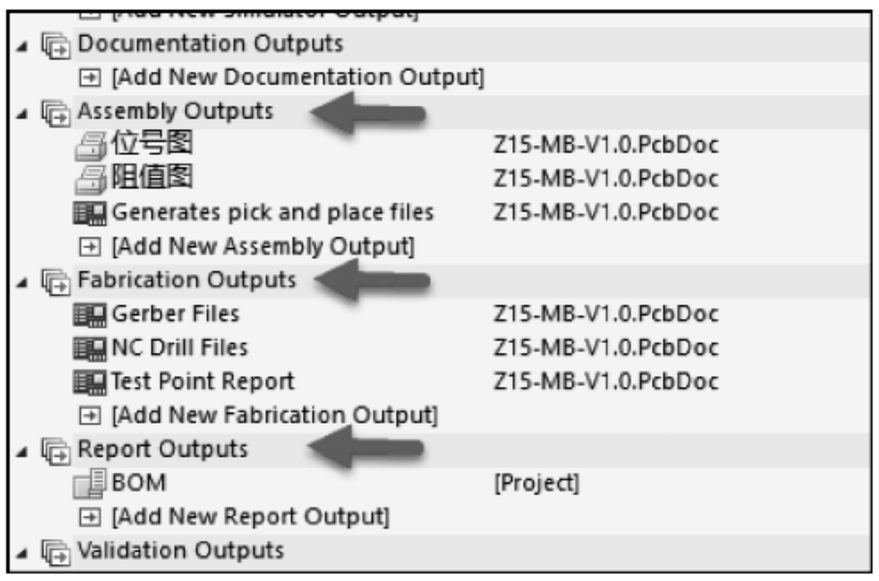

图 7-47　添加所需的输出文件
(4) 依照上述方式,分别添加需要的文件,如图 7-47 所示。